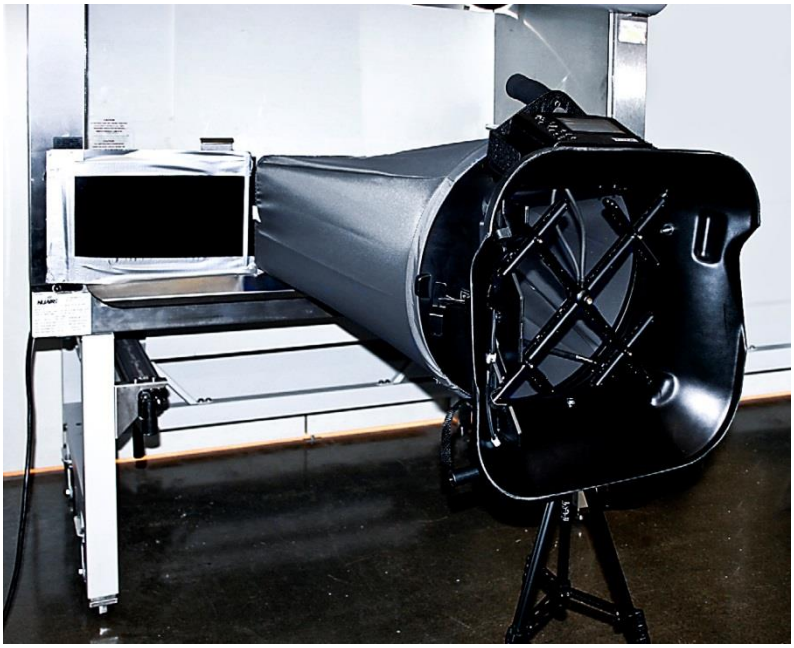

Figure 28 : réglage de la hauteur et de la position du trépied télescopique
5. Réglez la hauteur et la position du trépied télescopique de manière à ce que la partie inférieure du cadre de la hotte soit en appui sur l'ouverture de l'enceinte, et que le balomètre soit à l'horizontale, dans l'axe de l'enceinte (cf. Figure 28).